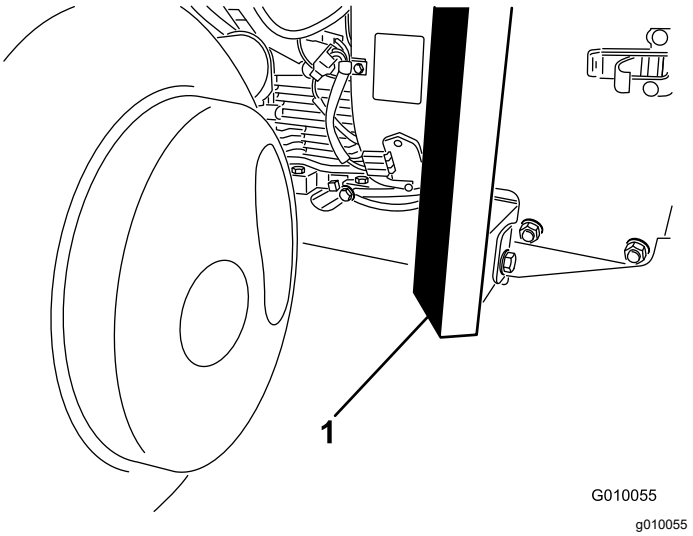

Figur 37
3. Placer donkraften forsvarligt under rammens forende (Figur 37).